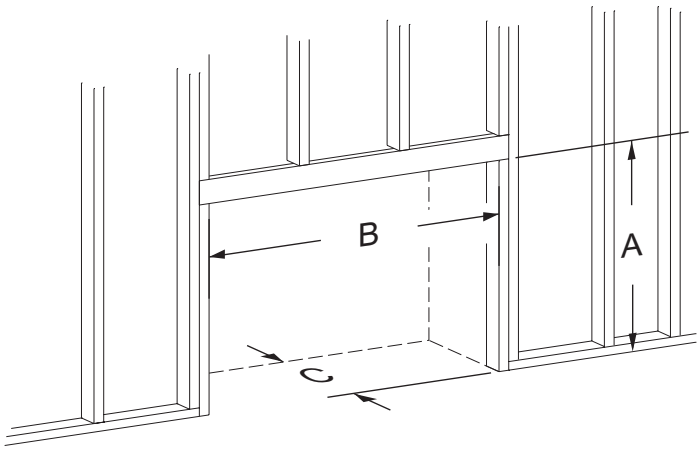

Figure 34 - Rough Opening for Installing in Wall
- Use dimensions shown in **Figure 34** for a conventional rough opening.
TABLE 3 - MINIMUM DIMENSIONS (in inches) FOR FIGURES 34 - 36